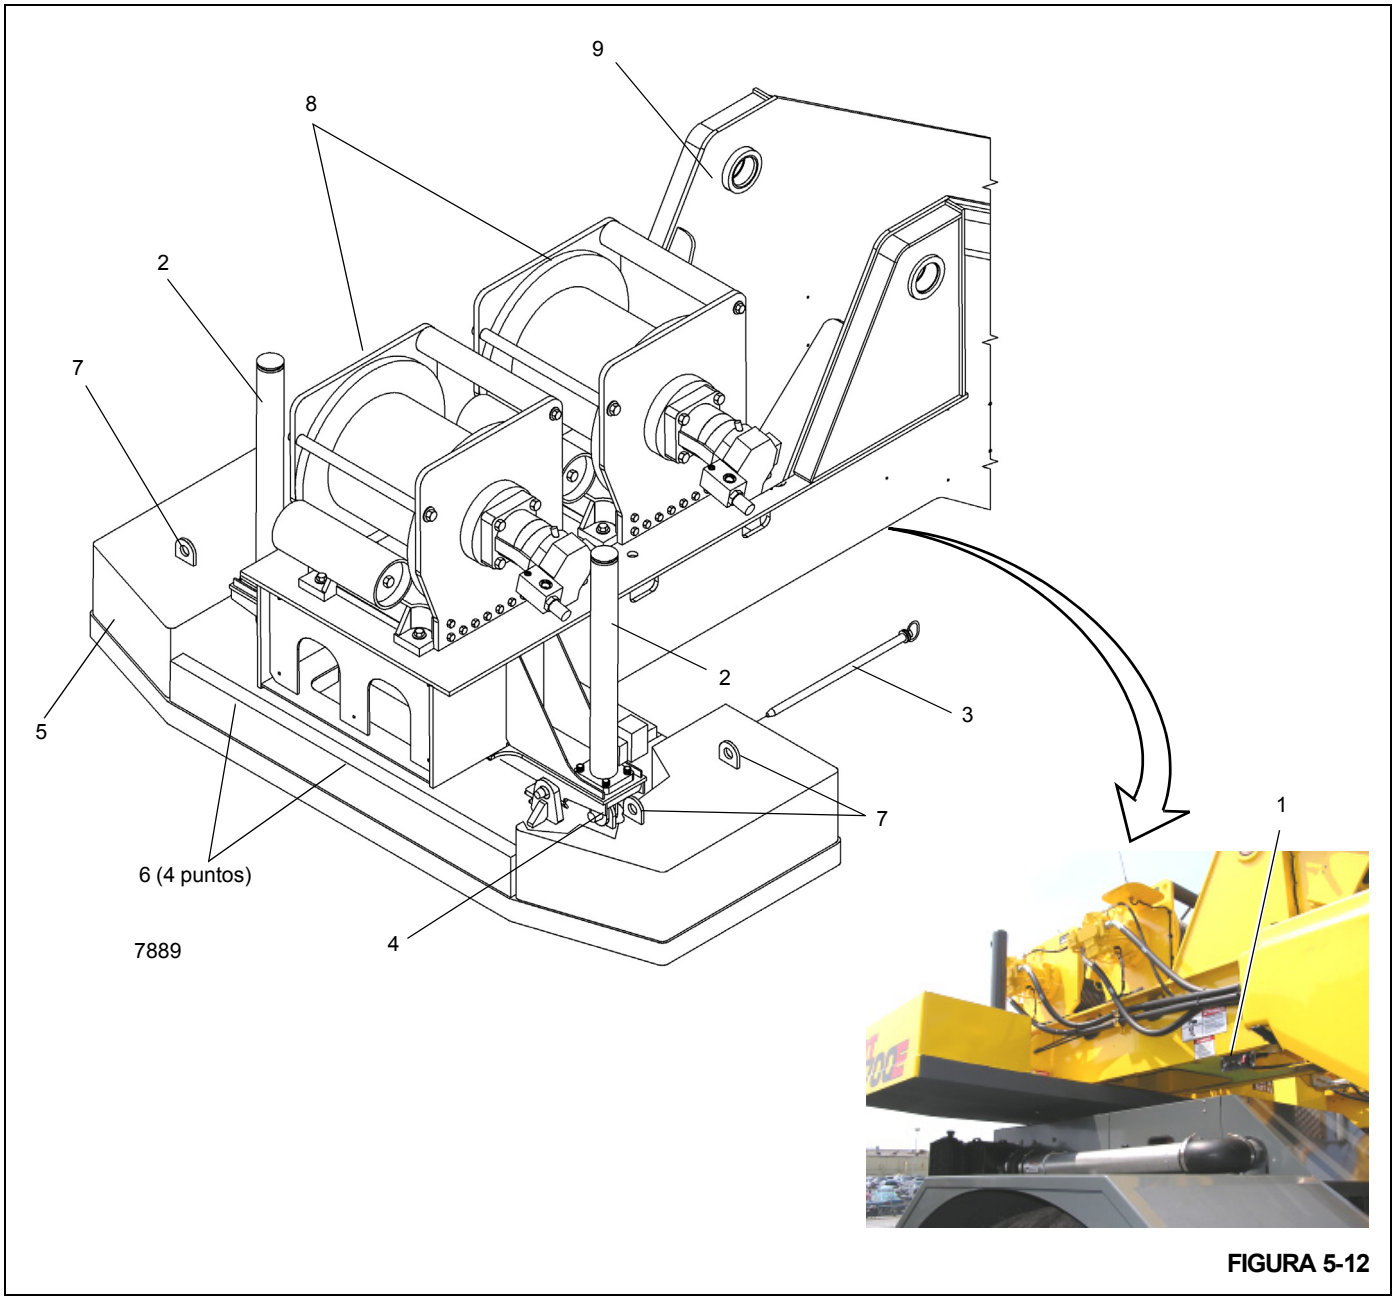

FIGURA 5-12
3. Utilice los interruptores Figura 5-11 y Figura 5-12 de las válvulas de control de retiro del contrapeso para elevar los cilindros del contrapeso y aliviar el peso de los conjuntos de pasadores (los que fijan el contrapeso retirable a la superestructura).